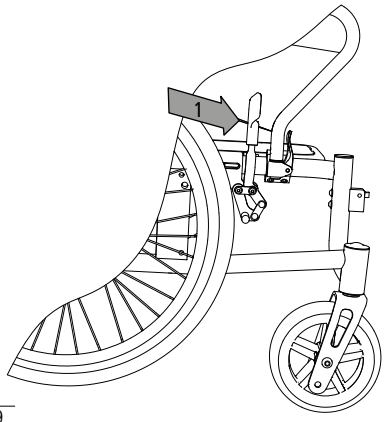

fig. 19
1. Utiliser les freins de stationnement à l'arrêt (Freins de roues). Pour cela, pousser le levier vers l'avant (1, fig. 19) jusqu'à ce qu'il se bloque. Le fauteuil roulant est à présent en sécurité, vous pouvez vous transférer sur une autre chaise ou l'immobiliser.